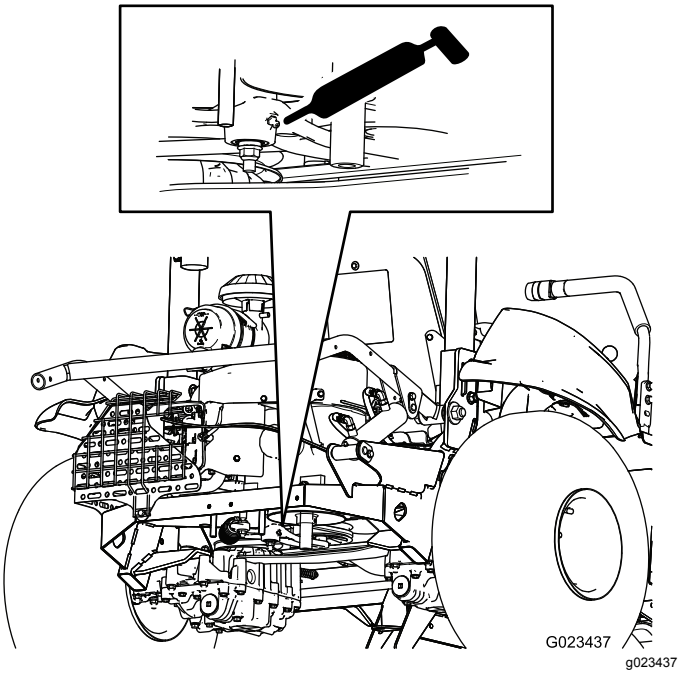

**Рисунок 35**
- Натяжитель ремня (1 шт.)—Рисунок 35